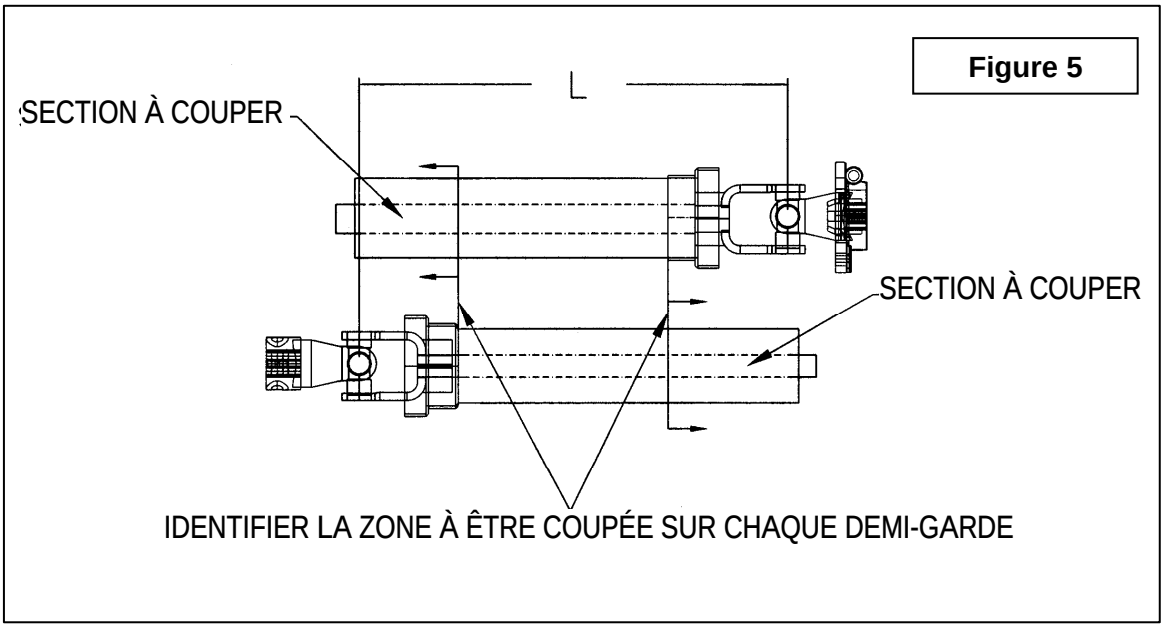

Figure 5
3. Placer les deux demi arbres l'un à côté de l'autre et trouver la longueur **"L"** entre les deux centre en centre des joints universels. Identifier la zone à être couper sur chaque demi-garde tel qu'illustré à la figure 5.